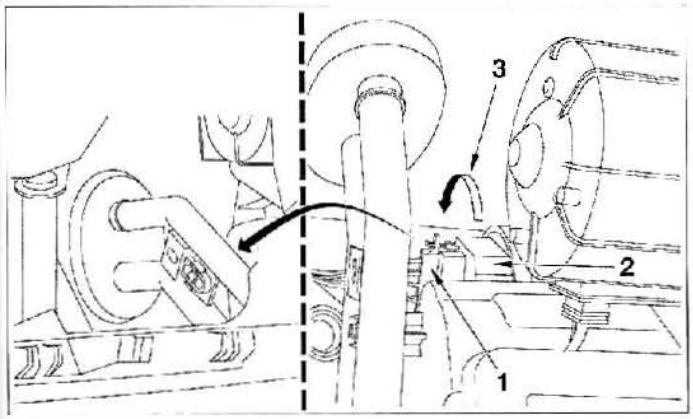

FIG. 14
• Desenchufar el conector (1) **(fig. 14).**
• Desbloquear el módulo de mando (climatización automática) o la resistencia (climatización manual) (2) efectuando una rotación en el sentido antihorario (3) para desmontarlos.